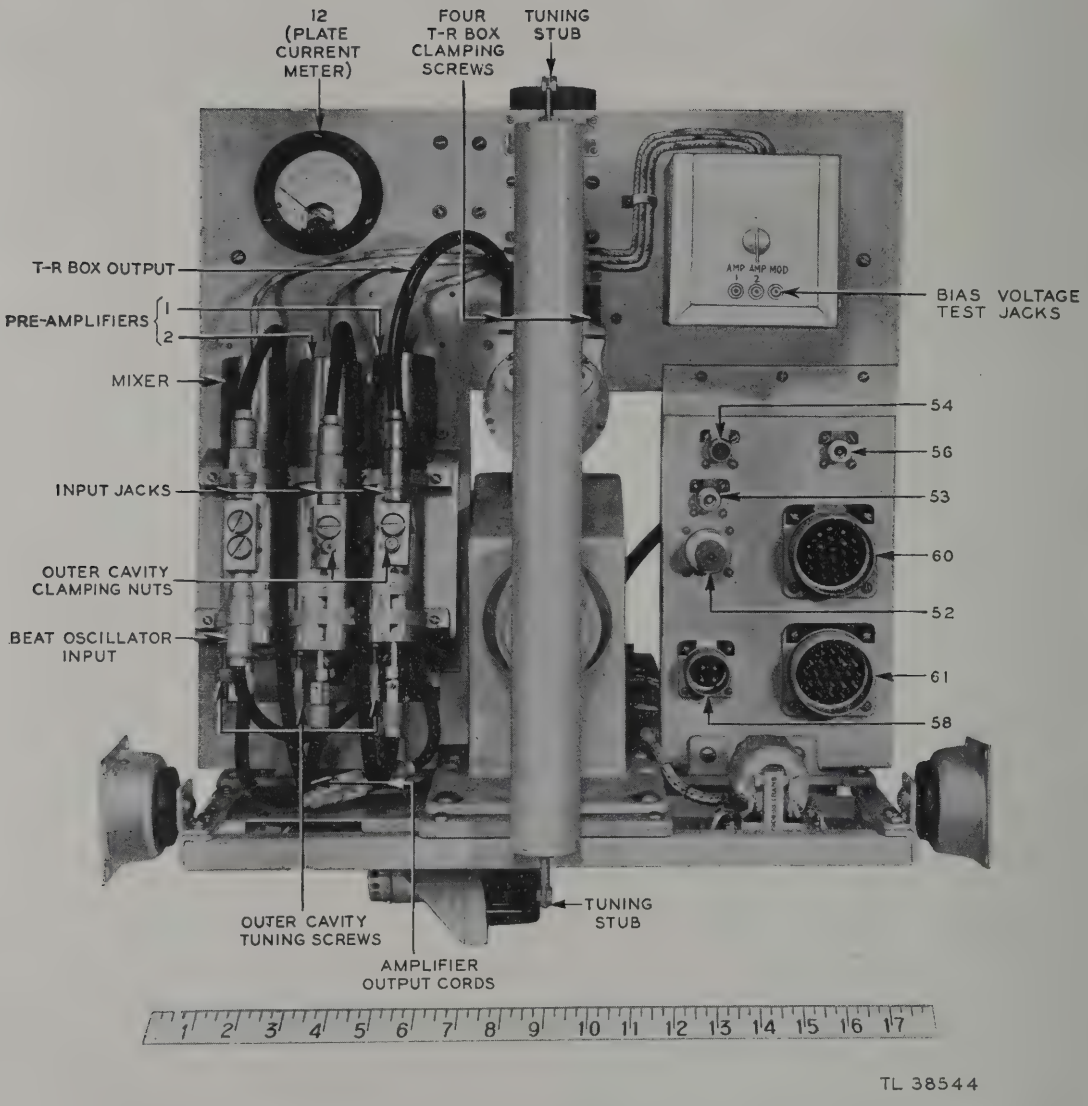
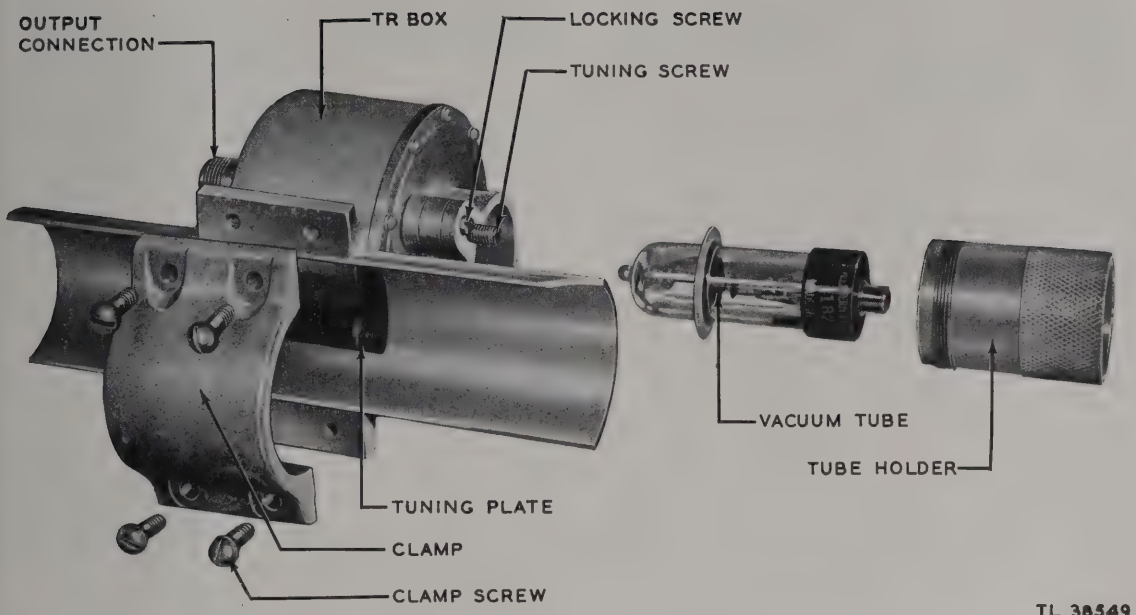

Figure 32. Radio-Frequency Unit RF-1/TPS-1, front view.
Figure 33. T-R box disassembled.
a. The vertical portion of the transmission line in the r-f unit (fig. 32) is tuned by two adjustable stubs at top and bottom. The T-R box (fig. 33), which acts as a gate to prevent more than a small portion of the outgoing radio energy from reaching the receiver and to transmit the incoming signals to the receiver, is clamped over an opening in the horizontal portion of the transmission line in the r-f unit. Five positions for the T-R box are marked on the transmission line corresponding to the five magnetrons which may be used to give five different frequency bands. The T-R box contains a 1B23 vacuum tube which has no electrical connections but breaks down when radio energy is sent out, detuning the T-R box and protecting the receiver.